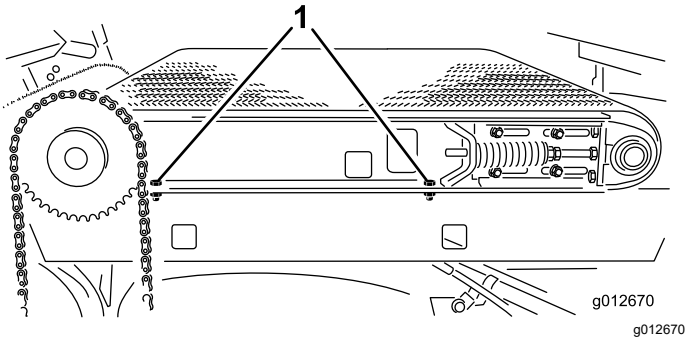

**Figur 36**
2. Dra åt de två huvudskruvarna på maskinens högra sida som fäster glidflaksskenan vid det högra stänkskyddet (Figur 36).